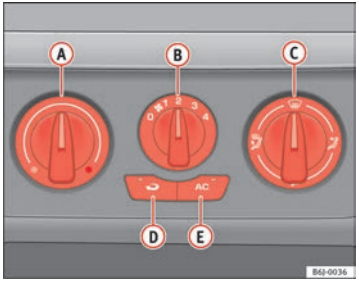

Fig. 90 Mandos del Aire Acondicionado en el tablero de instrumentos
– Desconecte el sistema de refrigeración con la tecla ⇒ fig. 90 AC (se apaga el testigo de la tecla).
– Gire el regulador de temperatura (A) para ajustar la temperatura deseada en el habitáculo.
– Con el regulador de la distribución de aire (C) dirija el caudal de aire en la dirección que desee: (hacia el parabrisas), (hacia el pecho), (hacia la zona reposapiés) y (hacia el parabrisas y la zona reposapiés).
Con la recirculación de aire en marcha ⇒ página 128, fig. 90 (se enciende un testigo en la tecla), se evita que los malos olores del exterior, por ejemplo, al atravesar un túnel o en un atasco, penetren en el habitáculo.